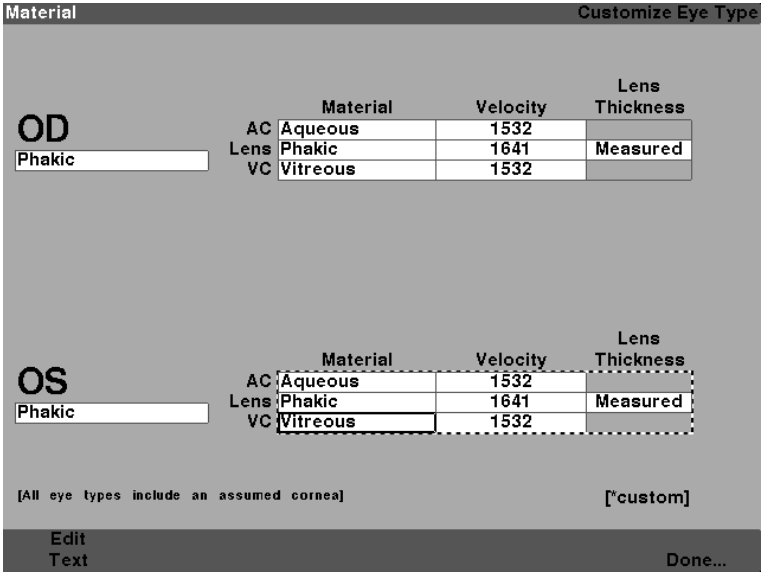

Figure 7-3 OS Materials Table Activated
4. Within the Material/Velocity table, rotate the knob to select the table cell you would like to change. In the example given in Figure 7-3 on the next page the cell selected is the VC Material cell.